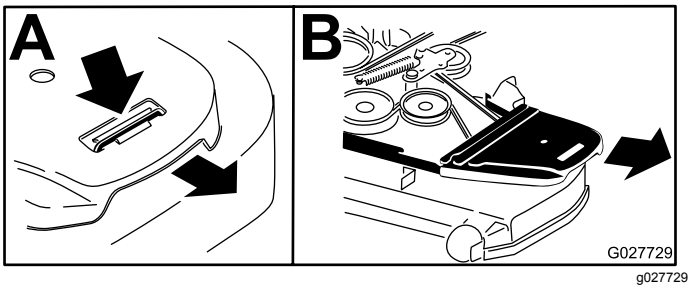

Bild 60
4. Entfernen Sie die Riemenabdeckungen (Bild 60).